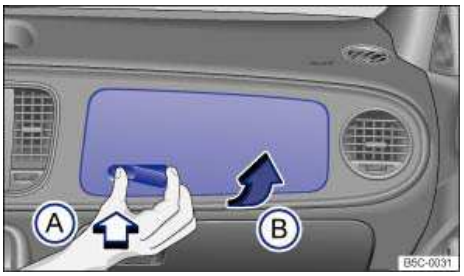

Fig. 103 On the passenger side: Opening the upper glove compartment (if equipped).
- To *open*, press on the depression in the opening handle ⇒fig. 103 (arrow (A)). Then lift the glove compartment lid upward using the handle (arrow (B)).
To *open*, pull the handle ⇒fig. 103 **A** in the direction of the arrow.